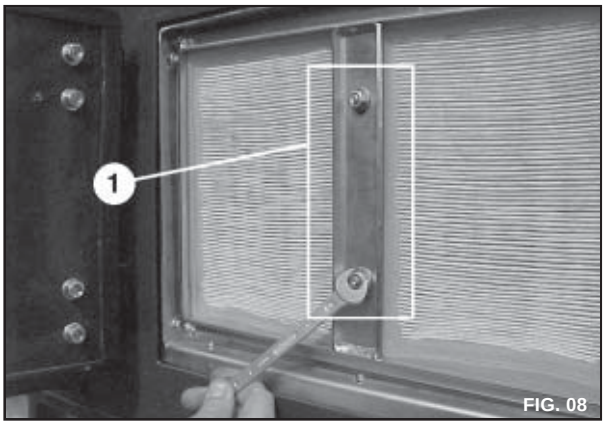

FIG. 08
2. Remova as porcas (FIG.08). Utilize uma chave de boca de 10 mm.